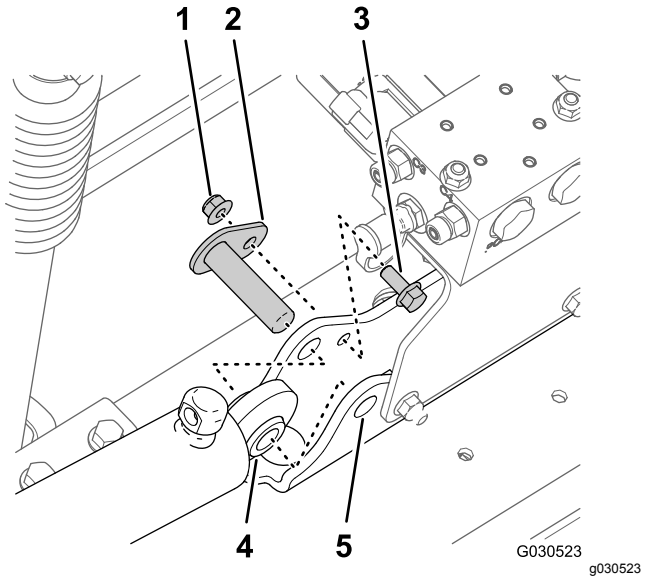

Figur 39
3. Fjern flenslåsemutteren (5/16 tomme) og flenshodebolten (5/16 x 3/4 tomme) som fester svingbraketten til sylinderfestet (Figur 39).
4. Fjern svingbolten og løftesylinderen fra maskinen (Figur 39).